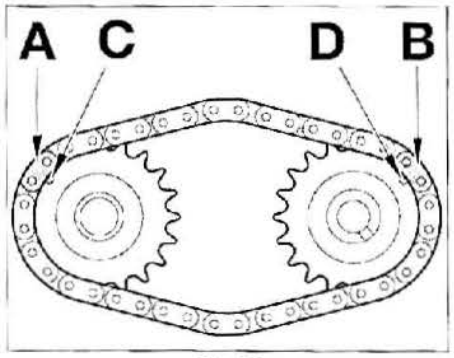

FIG. 53
- al montar los ejes de levas y la cadena de distribución, hacer coincidir los eslabones negros (A) y (B) de la cadena con las marcas (C) y (D) de las ruedas dentadas de ejes de levas **(fig. 53)**.